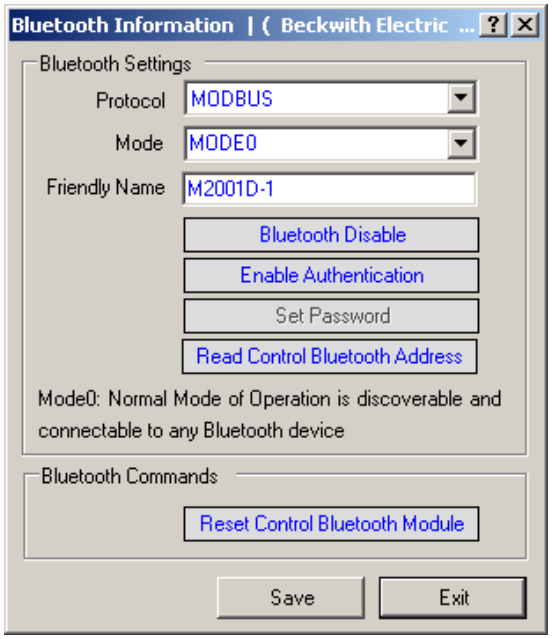

Figure 4-36 Bluetooth Information Dialog Screen
- If the Bluetooth option is enabled in the control, TapTalk will display the Bluetooth Information dialog screen (Figure 4-36).
a. If the Bluetooth hardware is present, then select "OK" to enable. TapTalk will then display the Bluetooth Information dialog screen (Figure 4-36). Go to Step 3.
1. Select **Communication/Setup/ Bluetooth Settings** from the TapTalk toolbar. TapTalk will display the "Bluetooth Information" dialog screen (Figure 4-36).
4. Select "OK". TapTalk will return to the "Bluetooth Information" Dialog Screen (Figure 4-36).